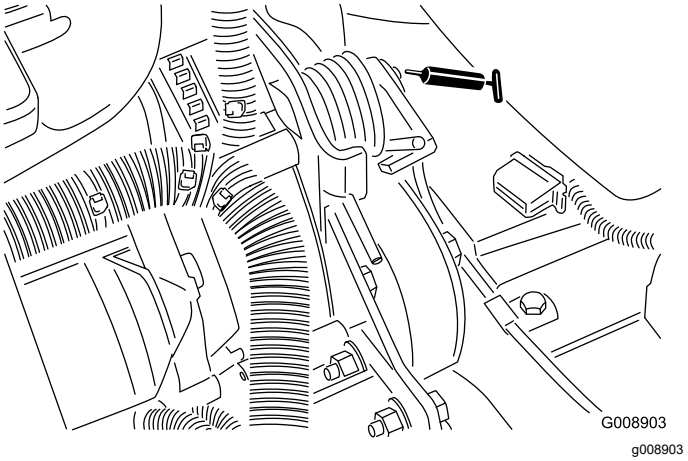

Figur 51
- Remspændingsdrejetap (Figur 51)